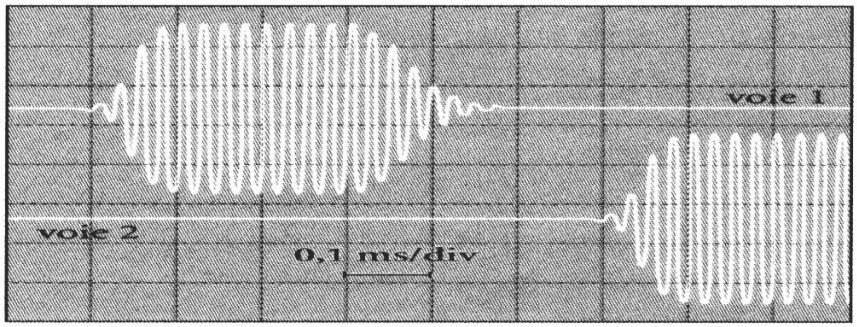

Figure 2
- On veut maintenant mesurer la célérité des ultrasons dans l'air en émettant des salves d'ultrasons de fréquence f_2 = 40 000 Hz, et en mesurant le retard τ de l'arrivée d'une salve à un récepteur 2 par rapport à un récepteur 1, et la distance d séparant les 2 récepteurs (**voir figure 2 page 3**).
2.1. La **figure 2 page 3** a été obtenue pour d = $1,8 \times 10^{-1}$ m. En déduire la célérité des ultrasons v.